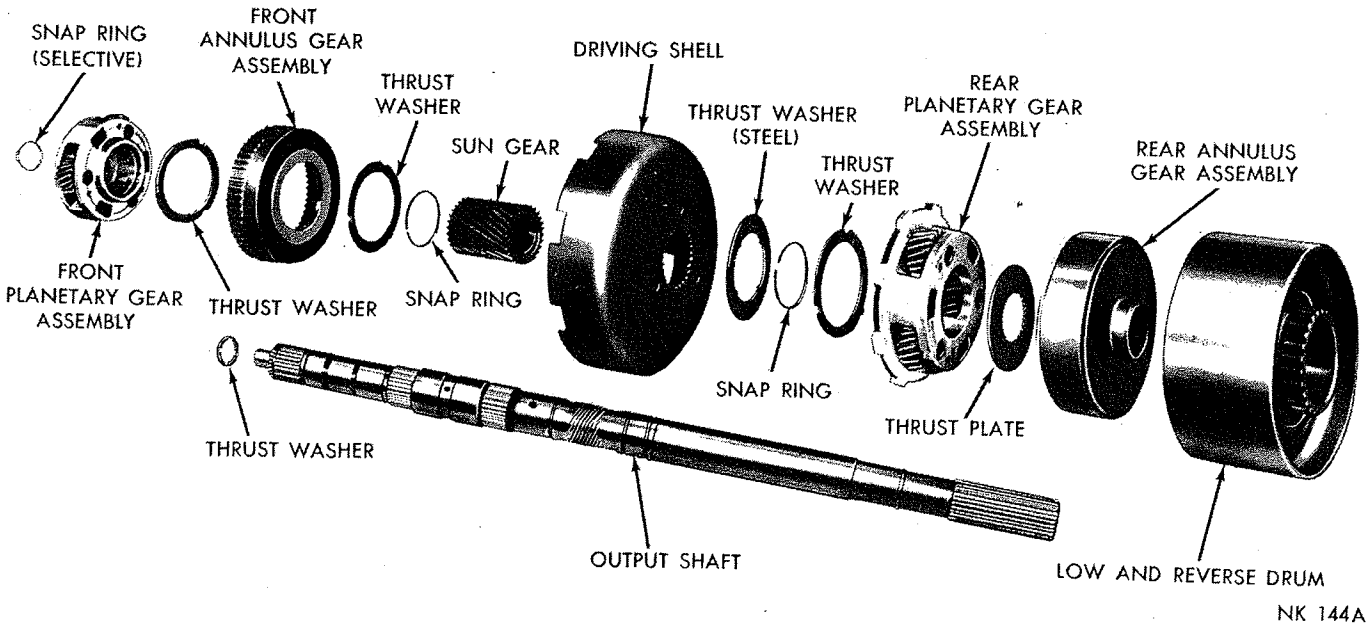

***Fig. 94—Planetary Gear Assemblies, Sun Gear, Driving Shell, Low-Reverse Drum and Output Shaft—Disassembled***
output shaft (Fig. 94).
(2) Remove selective snap ring from forward end of output shaft, then slide front planetary assembly off the shaft.
(3) Slide front annulus gear off planetary gear set (Fig. 94). Remove thrust washer from rear side of planetary gear set.
(4) Slide sun gear, driving shell and rear planetary assembly off output shaft.
(5) Lift sun gear and driving shell off rear planetary gear assembly. Remove thrust washer from inside the driving shell. Remove snap ring and steel washer from sun gear (rear side of driving shell) and slide sun gear out of the shell. Remove front snap ring from sun gear if necessary. Note that front end of sun gear is longer than rear.
(6) Remove thrust washer from forward side of rear planetary gear assembly, remove planetary gear set and thrust plate from rear annulus gear.
Refer to Figure 94 for parts reference.